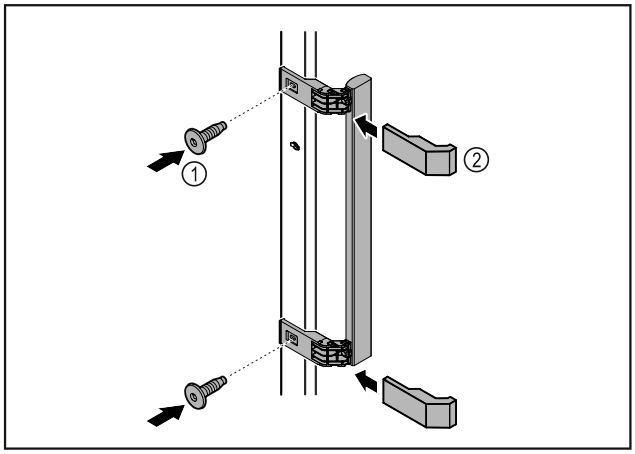

Fig. 4
▶ Установите на двери ручку из набора принадлежностей, используя прилагающиеся винты *Fig. 4 (1)*.
▶ Установите крышку *Fig. 4 (2)*.